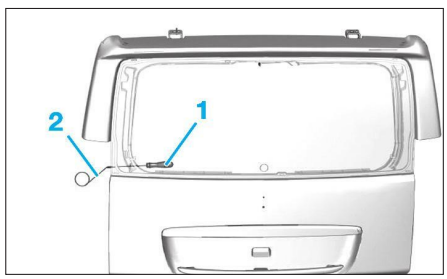

**FIG. 16**
• Passer l'alène (1) au travers du cordon d'adhésif joint, de l'intérieur vers l'extérieur **(Fig.16)**
• Accrocher le fil tranchant (2) à l'alène.